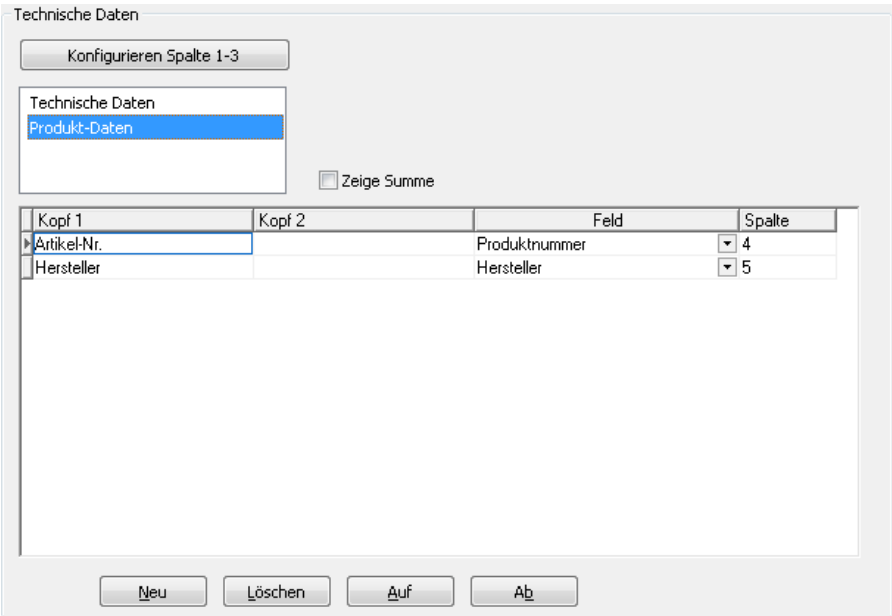

Bild 22.22 – Listen: Konfiguration der Produktdaten
- An vierter und fünfter Stelle stehen normalerweise die *Produktdaten*, die Sie aus der Referenzverwaltung kennen, etwa die *Produktnummer* und der *Hersteller* (Abb. 22.22).